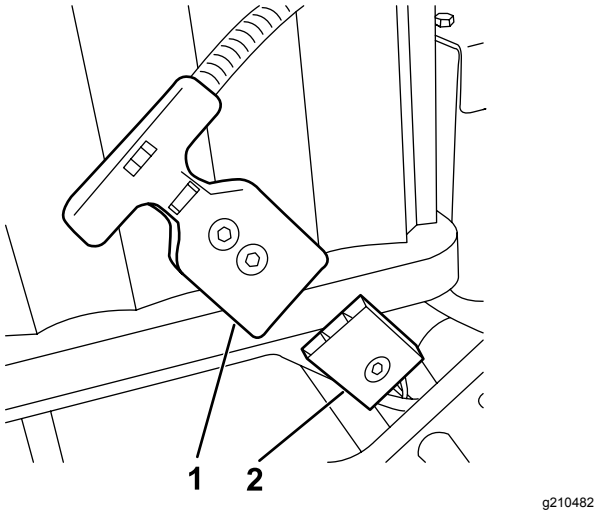

Figura 2
6. Scollegate il connettore della maniglia a T del cablaggio preassemblato dell'adattatore della batteria dal connettore P04 del cablaggio preassemblato della batteria (Figura 2).